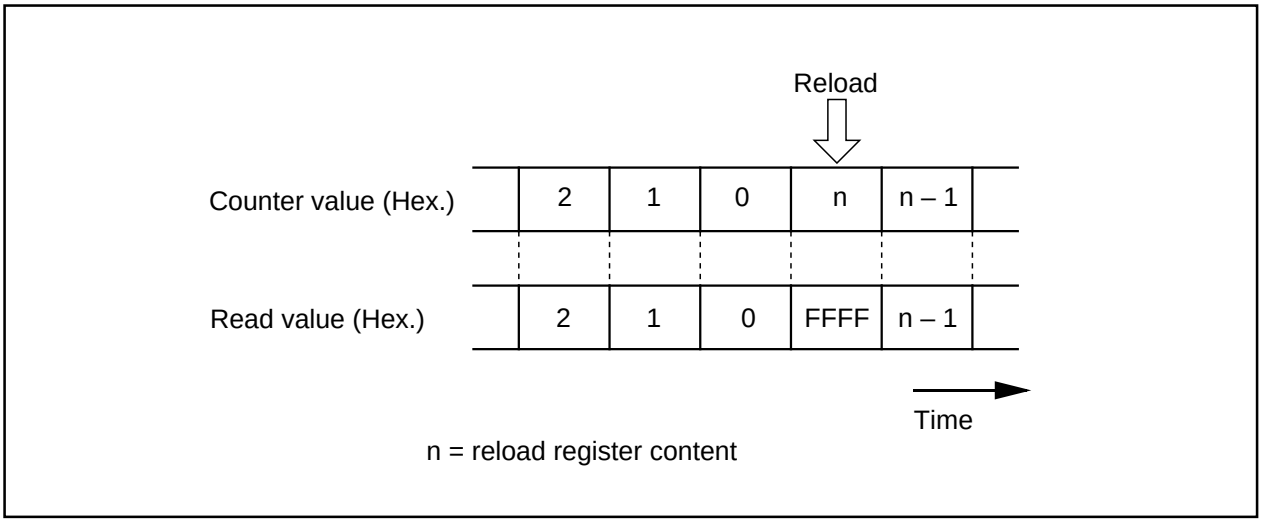

Figure 2.2.28. Reading timer Ai register
(1) To clear reset, the count start flag is set to “0”. Set a value in the timer Ai register, then set the flag to “1”.
(2) Reading the timer Ai register while a count is in progress allows reading, with arbitrary timing, the value of the counter. Reading the timer Ai register with the reload timing shown in Figure 2.2.28 gets “FFFF16”. Reading the timer Ai register after setting a value in the timer Ai register with a count halted but before the counter starts counting gets a proper value.